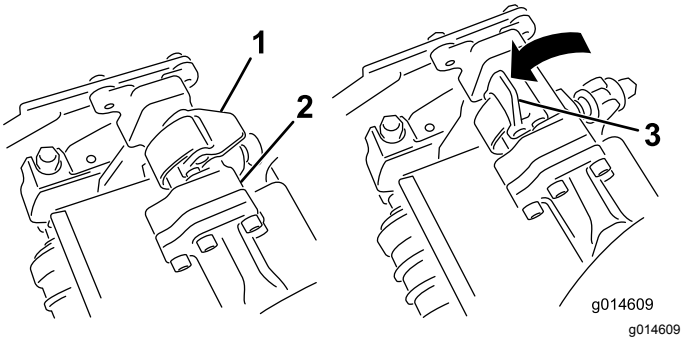
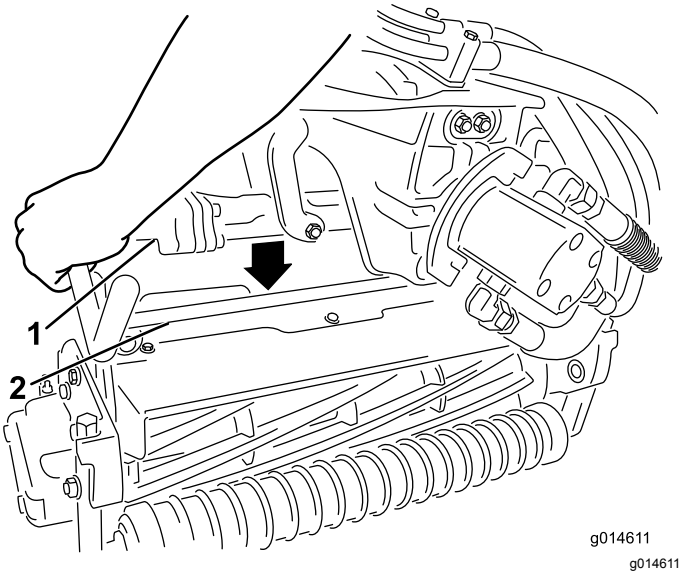

Figur 44
Figur 45
3. Åpne låsene på hjulopphengsarmbøylen slik at de peker opp (dvs. at de er åpne) (Figur 44), og trykk hjulopphengsarmen ned så bøylen ligger over klippeenhetens bøyle (Figur 45).
4. Skyv låsene ned og rundt klippeenhetsbøylen og lås dem slik at de sitter på plass (Figur 44).
4. Åpne låsene på hjulopphengsarmbøylen til klippeenheten du skal fjerne (Figur 44).